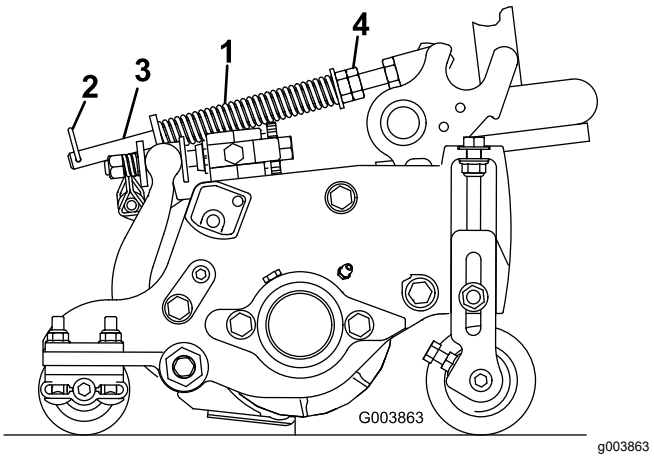

Figur 50
Plænekompensationsfjederen (Figur 50) overfører vægten fra forrullen til bagrullen. Dette medvirker til at reducere dannelsen af et bølgemønster i plænen, også kaldet ondulation.
1. Sørg for, at låseclipsen er monteret i det bageste hul i fjederstangen (Figur 50).
2. Stram sekskantmøtrikkerne på fjederstangens forende, indtil fjederens sammentrykkede længde er 15,9 cm. Se Figur 50.